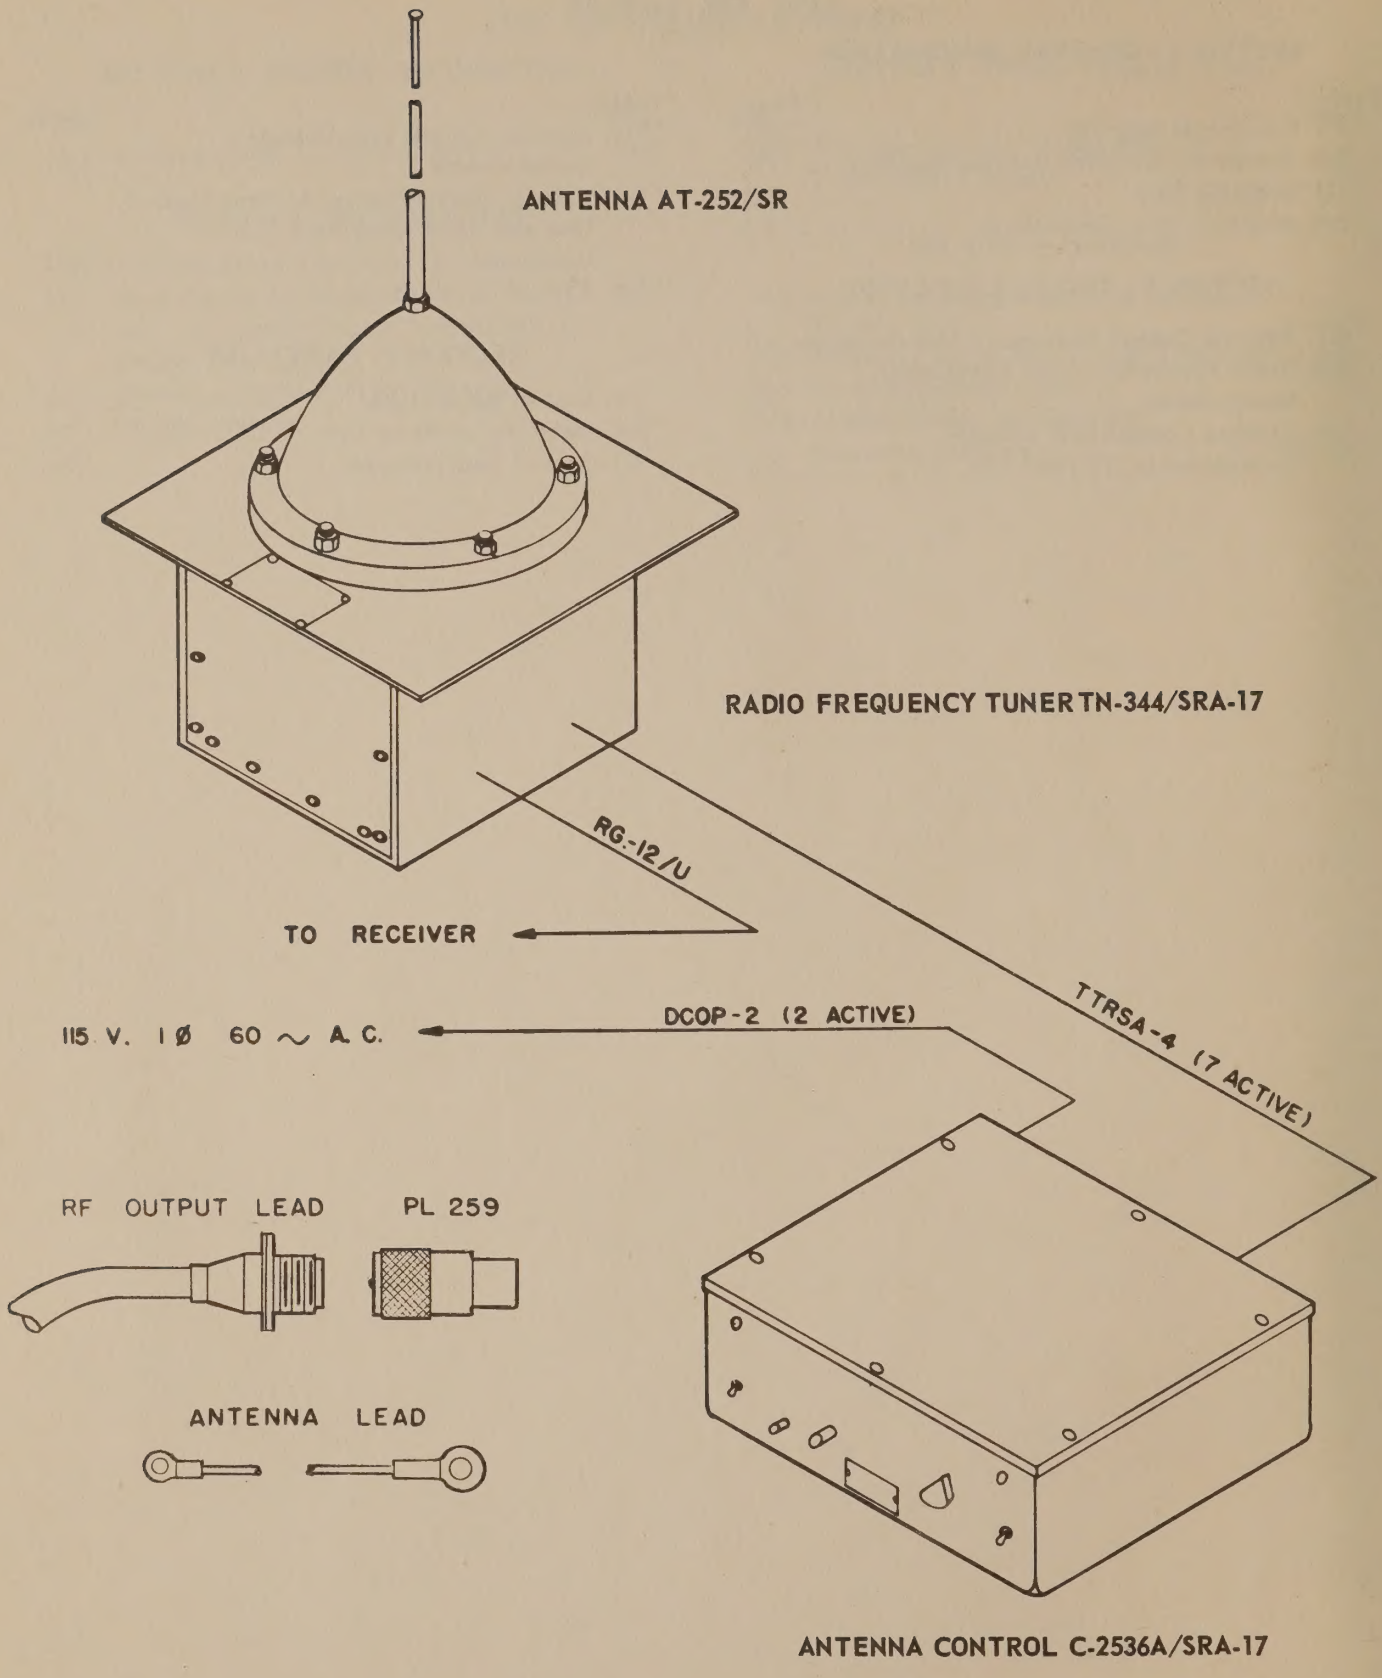

Figure 1-1. Antenna Group AN/SRA-17A
b. GENERAL. Antenna Group AN/SRA-17A (fig. 1-1) consists of one 10½ foot vertical whip antenna, one radio frequency tuner, and one antenna control unit.